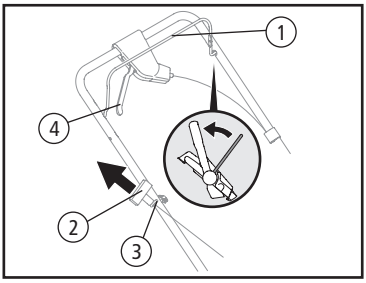

Fig. 16
**1.** Se posicione em pé, atrás do cortador e pressione a alavanca de frenagem (1) e segure contra o braço superior [Fig. 16, Pág. 13].
**2.** Puxe o cordão de acionamento (2) do motor lentamente até sentir resistência, a seguir, puxe
rapidamente para superar a compressão e ligar o motor. Repita se necessário. Não deixe o cordão de acionamento (2) rebater contra o gancho metálico do braço (3). Retorne o cordão de acionamento para o lugar cuidadosamente para evitar danos à partida do motor [Fig. 16].
**1.** Solte a alavanca de frenagem (1) para parar o motor e a lâmina [Fig. 16].
**1.** Uma vez que o motor estiver funcionando, aperte a alavanca de tração (4) contra o braço superior para movimentar o cortador [Fig. 16].
**2.** Para desligar o motor, libere a alavanca de frenagem (1), [Fig. 16]. Certifique-se de que o cortador parou por completo.